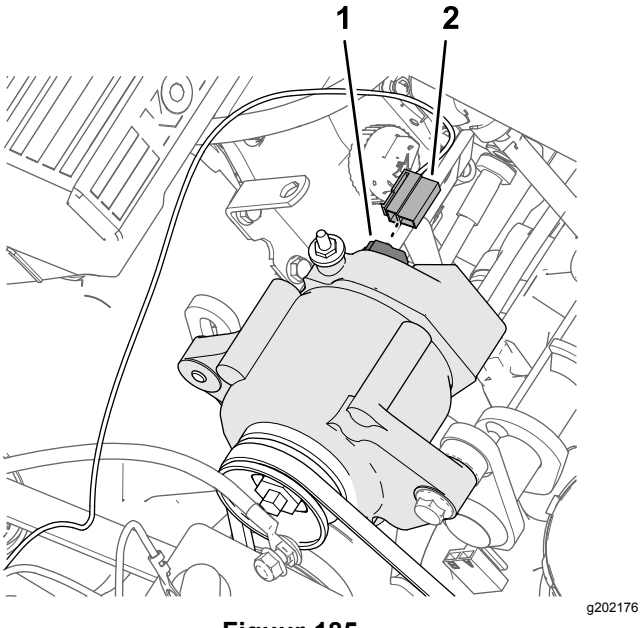

Figuur 185
1. Verbind de 2 contacten aan het uiteinde van de roze draad van 57 cm van de bijgeleverde kabelboom (Figuur 185) met de stekker met 2 pinnen van de wisselstroomdynamo (50 A).